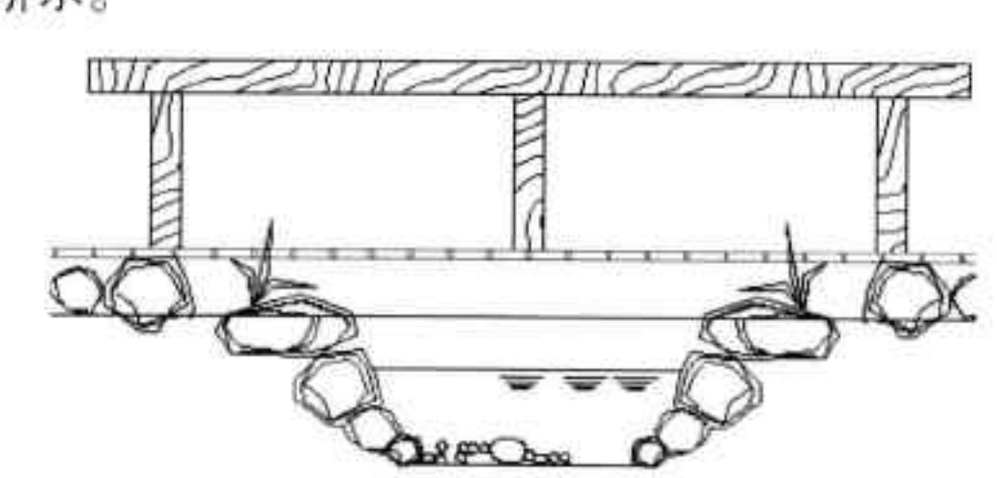

图20-94 填充栏杆扶手
Step 14 执行“填充”命令，选择自定义木纹图案，对栏杆扶手进行填充，结果如图 20-94 所示。